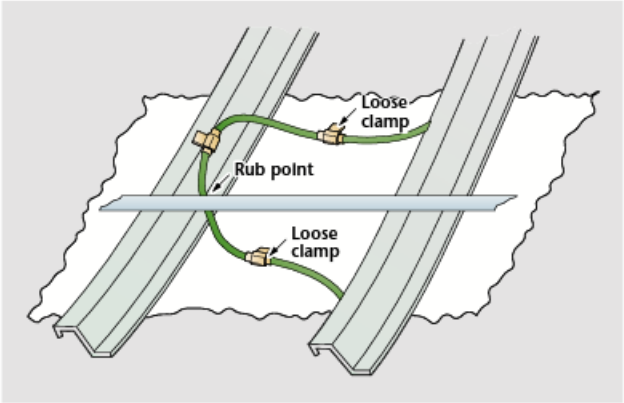

Figure 8-2-15. Rubbing interference.
- Rubbing between a cowl brace and a sensing element (Figure 8-2-15). This interference, in combination with loose rivets holding the clamps to skin, can cause wear and short the sensing element.